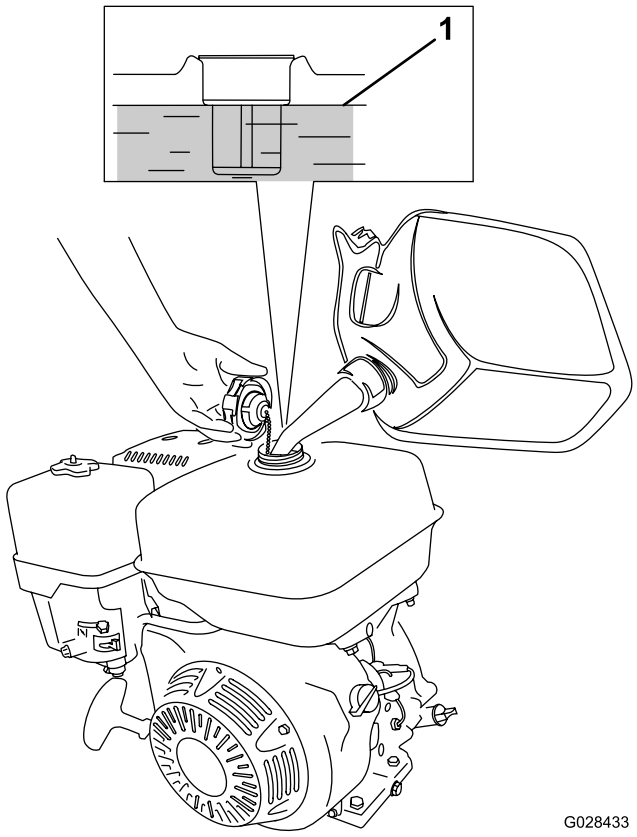

Figura 17
1. Pulite intorno al tappo del serbatoio carburante e togliete il tappo dal serbatoio (Figura 17).